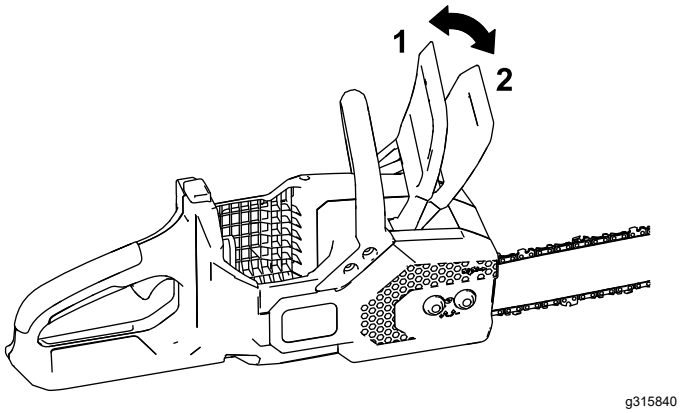

**Rysunek 25**
2. Załącz hamulec łańcucha przesuwając jego uchwyt do pozycji ZATRZYMANIA (Rysunek 25).
4. Rozłącz hamulec łańcucha przesuwając jego uchwyt w tył, do pozycji PRACY (Rysunek 25).
4. Upewnij się, że hamulec łańcucha znajduje się w położeniu PRACY (Rysunek 25).